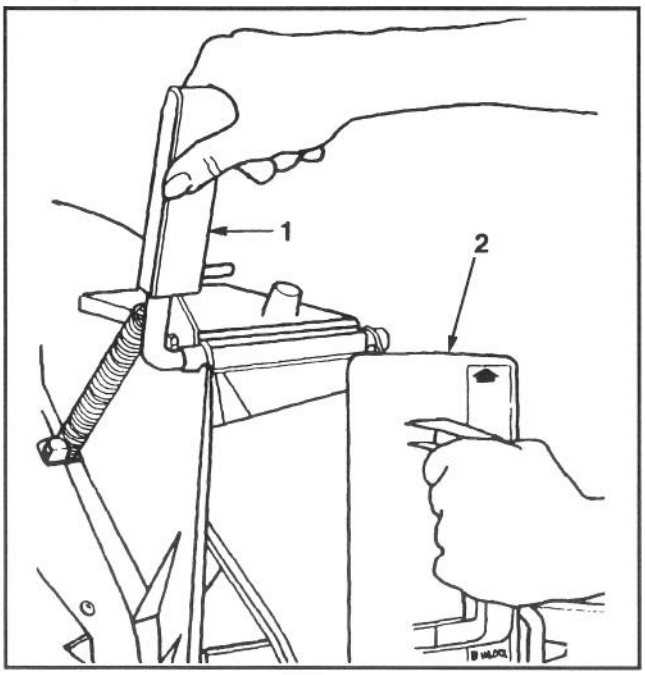

Abb. 2
2. Die Auswurfklappe öffnen: den Griff nach vorwärts ziehen, die Auswurfklappe nach hinten bewegen (Abb. 2). Den Griff der Auswurfklappe festhalten, damit die gefederte Tür nicht wieder zuspringt, während der Mulchstöpsel eingeführt wird.
3. Da der Mulchstöpsel etwas breiter als die Öffnung des Auswurftunnels ist, muß der Mulchstöpsel beim Einführen etwas im Uhrzeigersinn gedreht werden (Abb. 2). Sicherstellen, daß der Pfeil auf dem Mulchstöpsel-Aufkleber nach oben zeigt.